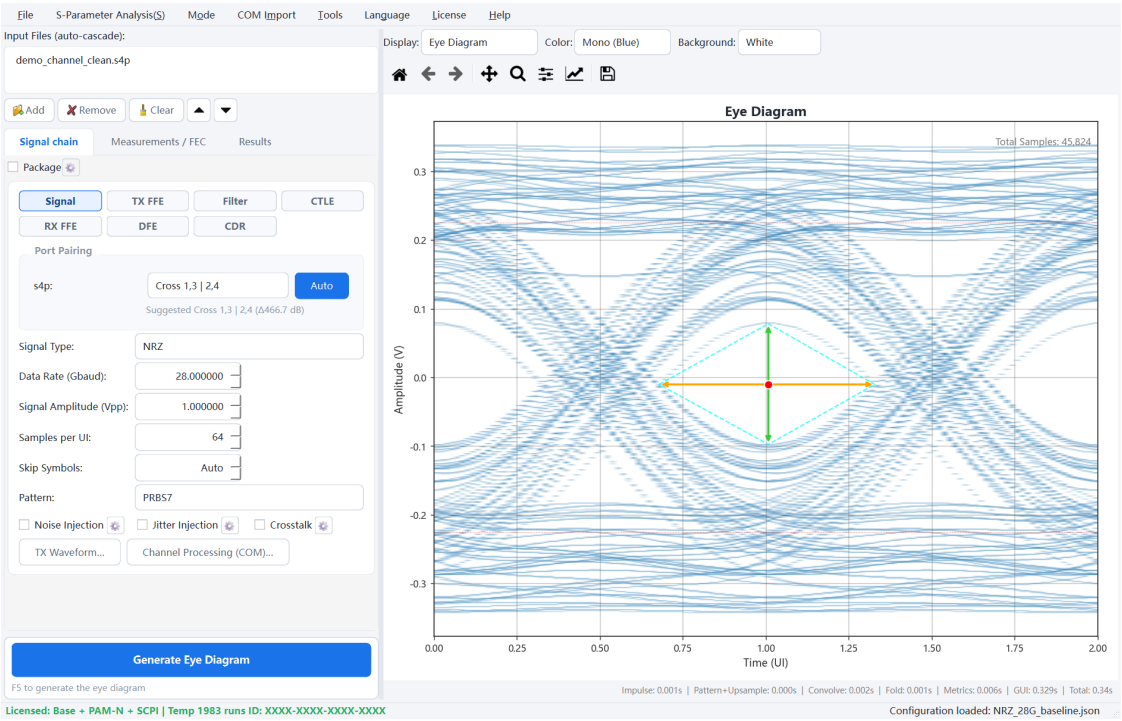
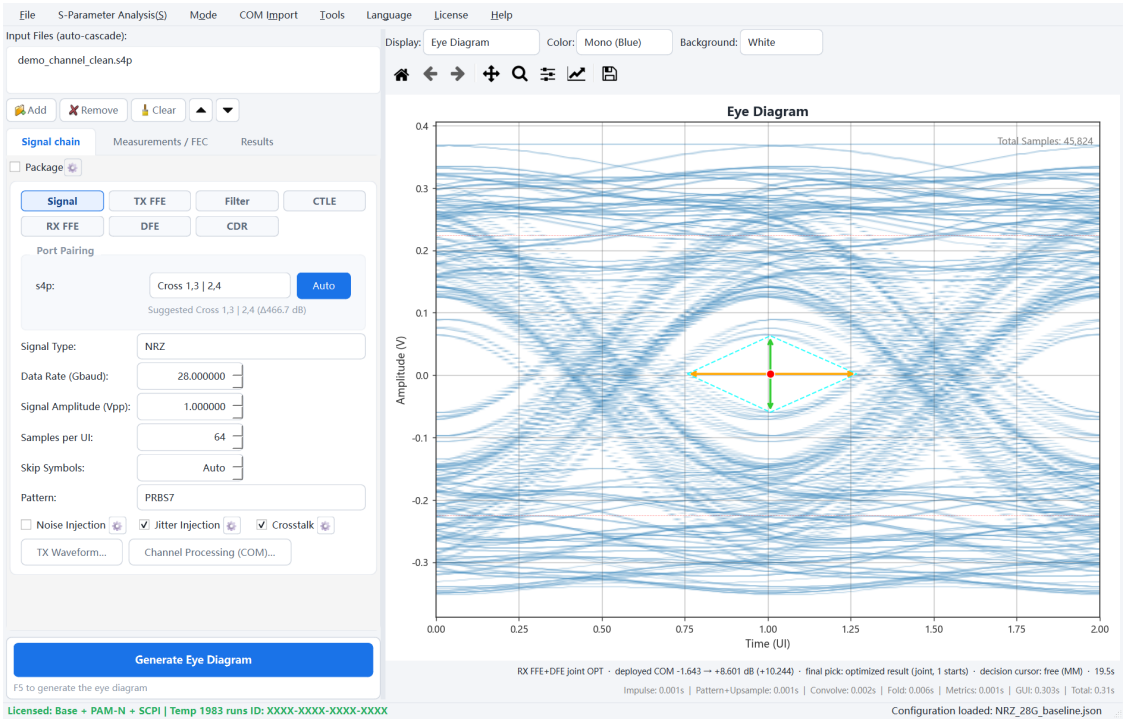

Fig. 1-3 Clean channel + defaults: a wide-open eye
Fig. 4-1 The same channel with crosstalk + jitter
Step 4 Click the fixed bottom "**Generate Eye Diagram**" button, or press F5. When calculation finishes, your first eye appears (Fig. 1-3).
Step 1 Return to Normal, clear "Input Files", add demo\sparams**demo_channel_clean.s4p**, then load demo\configs**NRZ_28G_baseline.json**. Generate an unimpaired eye first: it should match the trend in Fig. 1-3. Changing only the channel leaves the PAM4 rate and equalizers from Step 3 active.
Step 4 Generate the eye and compare with Fig. 1-3: the eye is fuzzier and margin is reduced (Fig. 4-1) — that is the margin eaten by crosstalk and jitter.